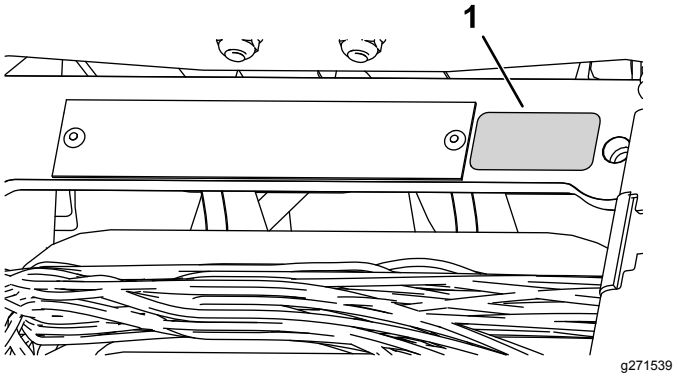

Figura 12
- Coloque la pegatina del año de producción junto a la placa con el número de serie (Figura 12).